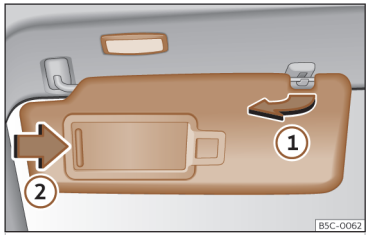

Abb. 107 Sonnenblende.
- Die Sonnenblende kann aus der Befestigung entnommen und zur Tür gedreht werden ››› **(Abb. 107)** ①.